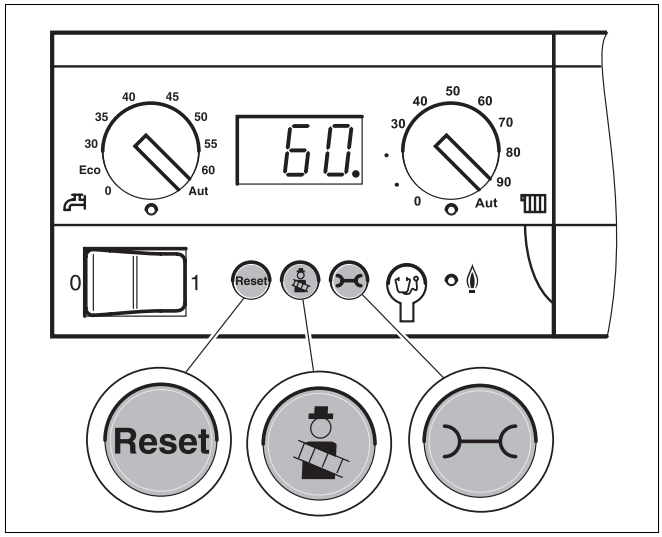

Abb. 47 Basiscontroller Logamatic BC10
- Mit Taste „Abgastest“ (Abb. 47, höhere Werte) oder Taste „Reset“ (Abb. 47, niedrigere Werte) kann die Gebläsedrehzahl und damit der statische Gebläsedruck stufenweise zwischen - 9 bis + 9 eingestellt werden.